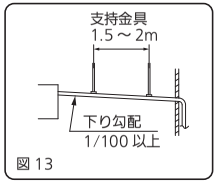

図 13
- 下り勾配は（排水側を下に）1/100 以上とってください。（図 13）